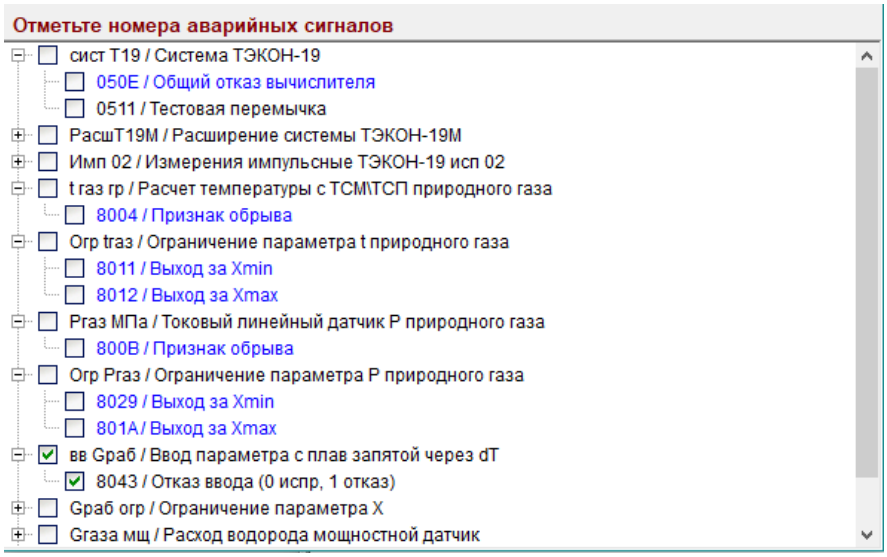
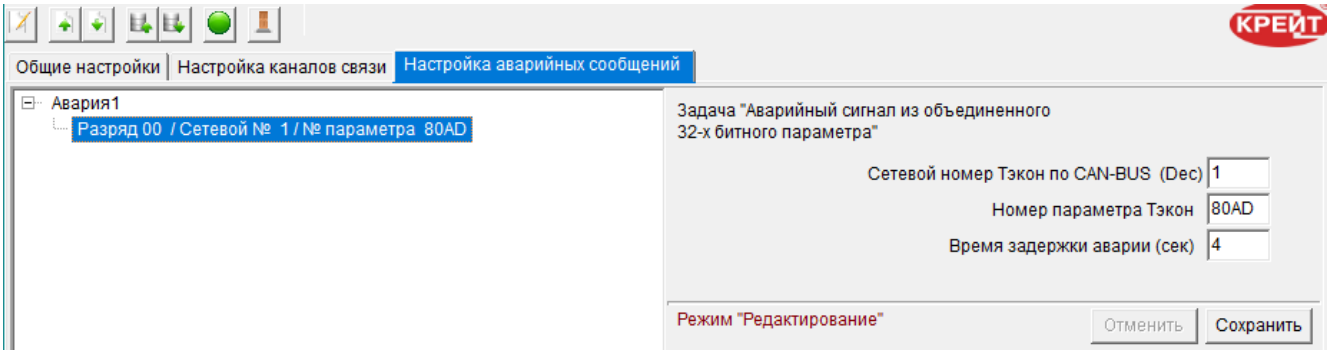

Рисунок 31 – Автоматическое добавление аварийных сигналов
Рисунок 34 – Добавленный сборный аварийный сигнал
4. В списке битовых параметров отметить флажком «✓» номера параметров, которые необходимо назначить для формирования аварийных уведомлений (см. рисунок 31 – для одиночного сигнала и 32 – для сборного сигнала). Ранее назначенные параметры отображаются синим цветом (см. рисунок 34). Навигация по уровням списка осуществляется с помощью кнопок «**+**» и «**–**».